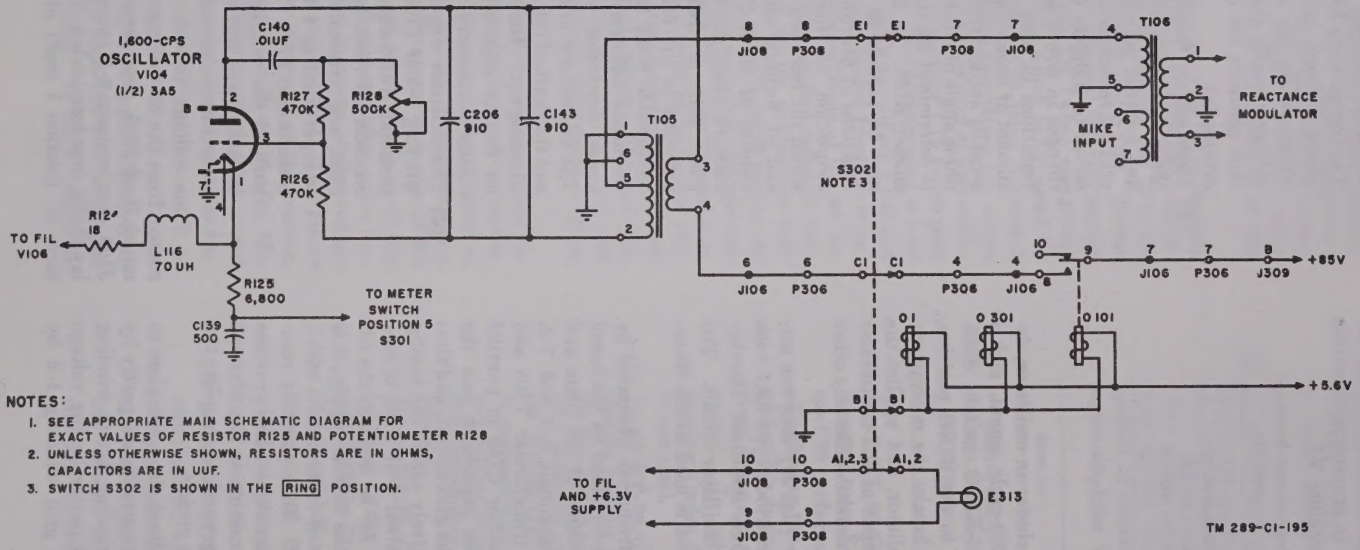

Figure 20. Ringer circuit, functional diagram for all models except RT–66/GRC models bearing Order No. 18651-Phila-49.
(fig. 20)
b. The ringer oscillator (fig. 20) uses one section (V104B) of the twin-triode type 3A5 tube in a combination resistance stabilized Hartley oscillator and tickler coil oscillator circuit. The other triode section of V104 is used as the transmitter oscillator (par. 20).
(1) The 1,600 cycle frequency generated by the oscillator is determined by the tuned circuit, which consists of the plate and grid windings (terminals 3–4 and 1–2, respectively) of transformer T105 and fixed tuning capacitor C143 in parallel with C206. These capacitors join the plate (pin 2) to the grid circuit, and thus are shunted effectively across the tuning coils. Since terminal 4 of T105 is connected to ground for ac through the filter capacitors in the 85-volt supply, it is effectively connected to terminal 1 which is also grounded. This junction completes the tuned circuit and also provides the necessary connection to the filament (pin 7) through ground, to complete the Hartley oscillator circuit.
(2) Regenerative feedback from the plate to the grid (pin 3) is established partly by induction from winding 3–4 to winding 1–2 of T105, and partly by the voltage developed across grid winding 1–2 by oscillatory current in the tuned circuit. The regenerative feedback circuit is completed through isolation resistor R126, which limits the amount of feedback voltage actually applied to the grid, and thus prevents the oscillator from being overloaded.
(3) Degenerative feedback, established from the plate to the junction of resistor R127 and internal potentiometer R128 in the grid d-c return circuit by capacitor C140, serves to stabilize the oscillator against changes in power supply potentials and variations in tube characteristics. The amount of degenerative feedback voltage actually applied to the grid, as well as the phase angle of the voltage thus fed back, is determined by the setting of potentiometer R128. In this connection, R128 may be considered as having the dual functions of providing an adjustable tap connection for the grid circuit across which the feedback voltage is developed, and of forming an adjustable resistive element of an R–C-type phase-shifting network which determines the amount of phase shift or frequency compensation provided in the feedback voltage. Potentiometer R128 thus serves as a fine-frequency adjustment for the oscillator under particular operating conditions. The adjustment is made in the factory, and the shaft of the control is sealed with a locking nut. During normal operation, no further adjustment of the potentiometer is necessary.
(4) The oscillator output is developed across winding 1–5 of T105 and is applied over terminals 8 of connectors J108, P308, and contacts 1E (section 1, front) of switch S302, and terminals 7 of P308 and J108, to input winding 4–5 of modulator input transformer T106. From this point, the path of the ringing signal is the same as that of any microphone signal, as described in the preceding paragraphs.